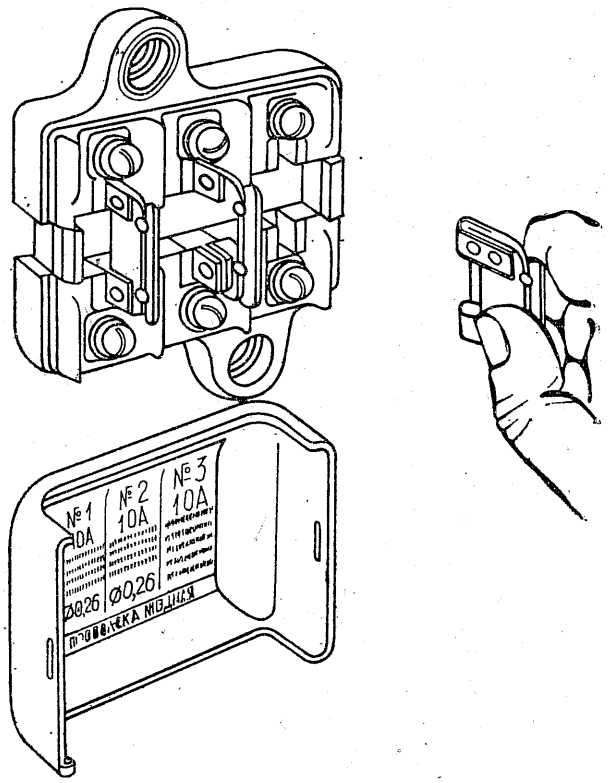

Bild 47. Sicherungsdose
2. Drei in einer Sicherungsdose (Bild 47) angebrachte Sicherungen mit Schmelzeinsätzen; die Sicherungsdose ist im Kofferraum an der Vorderplatte montiert.